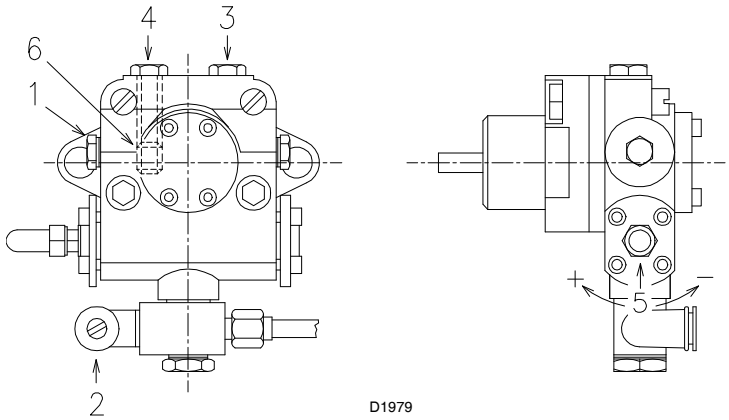

Fig. 22
The pumps are equipped with a by-pass that connects return line with suction line. The pumps are installed on the burner with the by-pass closed by screw 6) (Fig. 22).
- In order for self-priming to take place, one of the screw 3) (Fig. 22) of the pump must be loosened in order to bleed off the air contained in the suction line.
Close load controls and set switch 1) (Fig. 22, page 21) to “MAN”. The burner will start and after the pre-purge stage the flame will light.